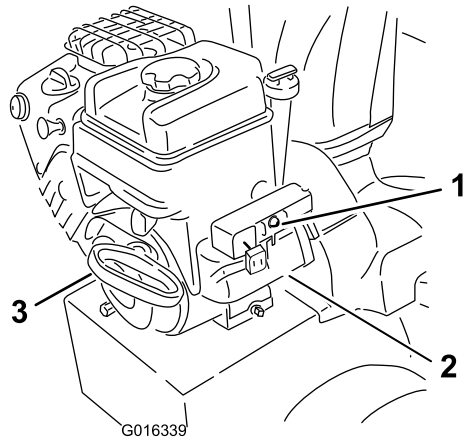

Rysunek 24
8. Uruchom maszynę, pociągając za rozrusznik linkowy lub naciskając przycisk rozrusznika elektrycznego (Rysunek 24).